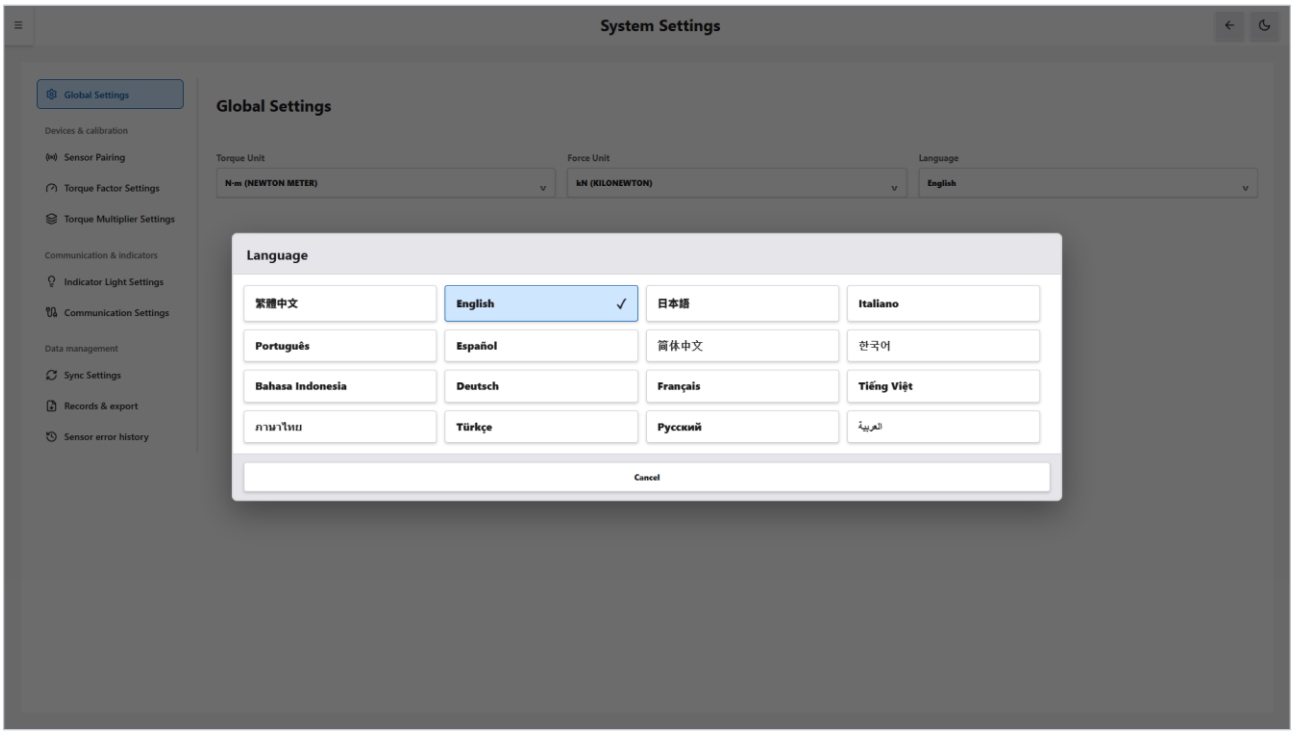

Figure 12-4 Language selection window
1. In “Global Settings”, click the “Language” selection field. The window in Figure 12-4 appears.